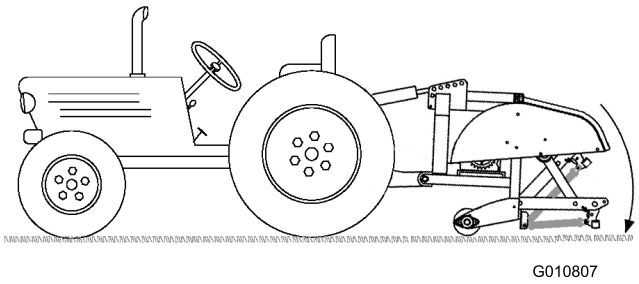

Figur 14
4. Sænk dybdelufteren ned på jorden, og udstræk den hydrauliske topforbindelsescylinder eller den øverste forbindelse helt (Figur 14).